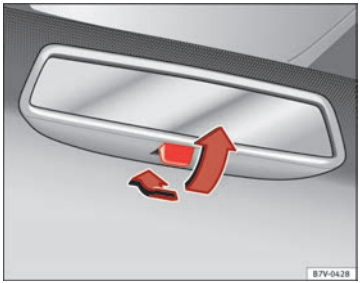

Fig. 64 Rétroviseur intérieur jour/nuit manuel.
- Pour sélectionner la position nuit, déplacez le levier vers l'arrière ⇒ fig. 64.